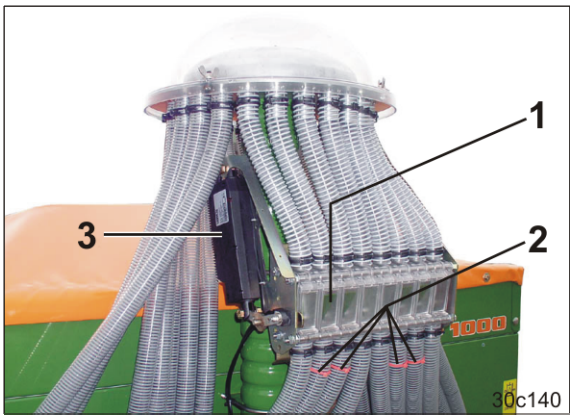

Fig. 68
- verschließen Fahrgassenklappen im Klappenkasten (Fig. 68/1) die Saatgutzufuhr zu den Saatleitungen (Fig. 68/2) der Fahrgassenschare. Ein Elektromotor (Fig. 68/3) betätigt die Fahrgassenklappen.
Die aktiven Klappen des Klappenkastens sind markiert. Rote Kabelbinder (Fig. 68/2) an den Saatleitungsrohren markieren die aktiven Fahrgassenklappen.